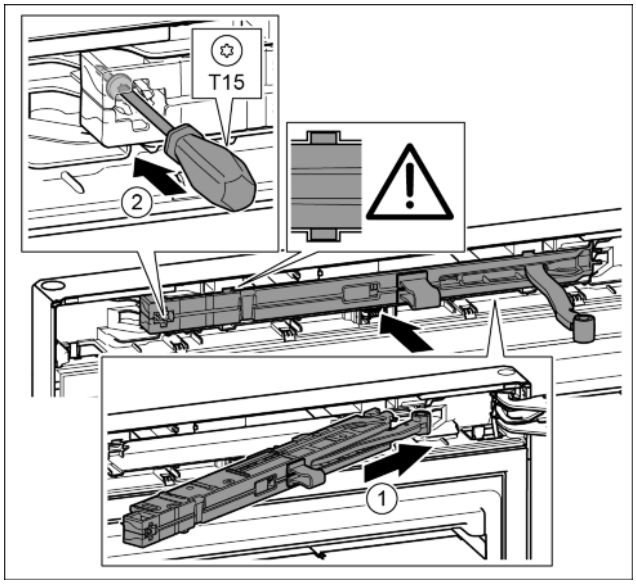

Fig. 24
- ▶ Вставить узел амортизатора со стороны опорного кронштейна в выемку до упора под наклоном. *Fig. 24 (1)*
- ▶ Затянуть винт отверткой T15. *Fig. 24 (2)*